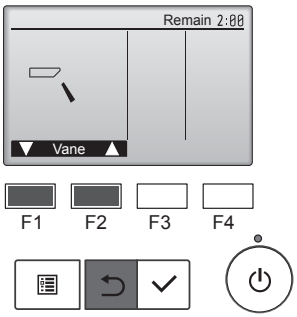

Fig. 7-6
① Check the auto vane with the F1 F2 buttons. (Fig. 7-6)
② Press the button to return to “Test run” operation.
③ Press the button.